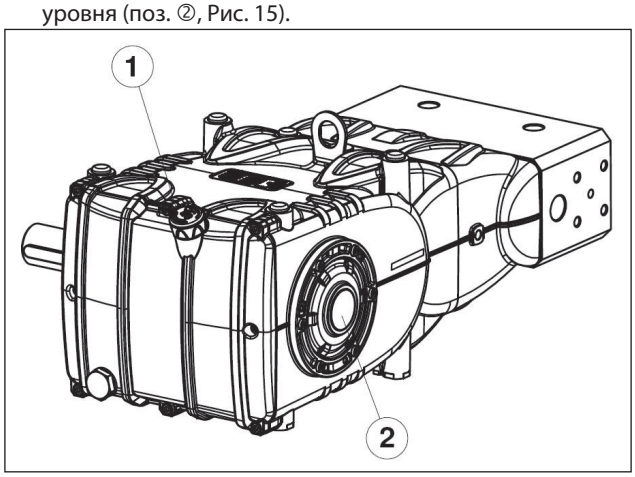

Рис. 15
5. При проверке с помощью специального щупа масло в картере насоса находится на нужном уровне (поз. ①, Рис. 15), в крайнем случае - при помощи индикатора уровня (поз. ②, Рис. 15).